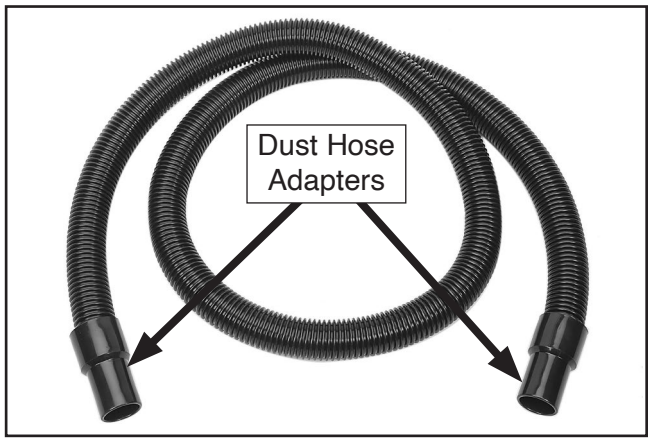

Figure 34. Adapters attached to dust hose.
31. Attach a dust hose adapter to each end of 1½" dust hose (see **Figure 34**).